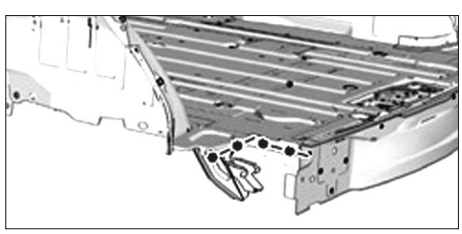

FIG. 98
- Préparer les bords d'accostage et les protéger par un apprêt soudable **(Fig.98)**.